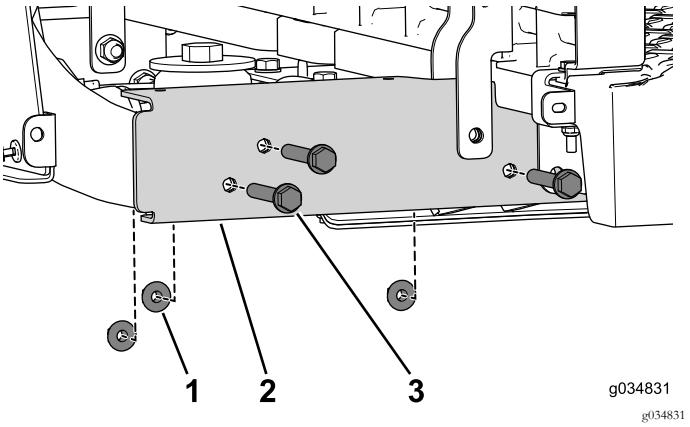

Figura 17
4. Retire os três parafusos flangeados (3/8" x 2½") e as porcas (Figura 17). Faça isto em ambos os lados da máquina.